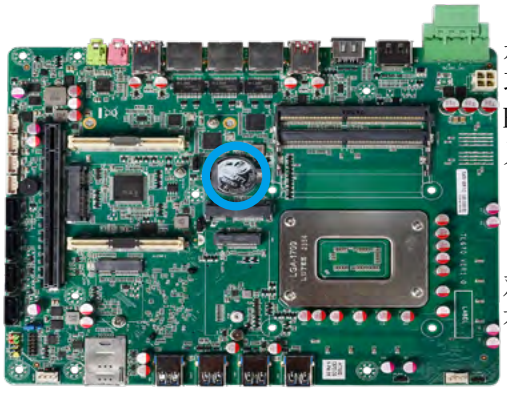

图 2.1 JBAT1 在主板上的位置
- 找到 JBAT 跳线（如图 2.1 所示），它是位于主板电池附近的三个引脚。